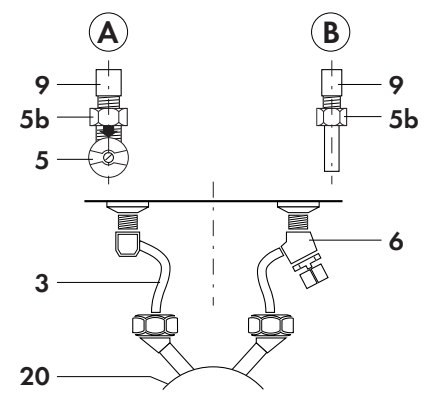

Рис. 14: Размеры для навески аппарата
- Установив прокладки, навинтите накидные гайки предварительно смонтированных подсоединений водопровода холодной и горячей воды (**6**) и (**3**) на соответствующие штуцеры водяного блока аппарата (**20**), как показано на рис. 14, и затяните резьбовые соединения.